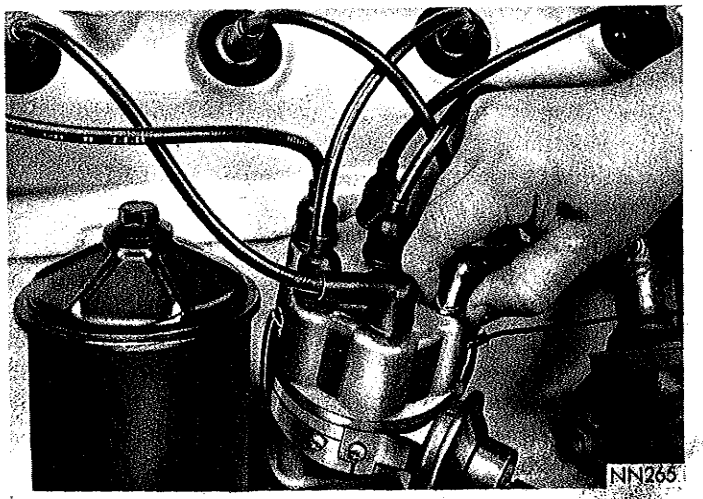

*Fig. 1—Installing Secondary Cable and Nipple at Distributor Cap Tower*
**When installing new cable assemblies, install the new high tension cable and nipple assembly over the cap or coil tower, entering the terminal into the tower, push lightly, then pinch the large diameter of the nipple (Fig. 1) to release the trapped air between the nipple and tower. Continue pushing on the cable**